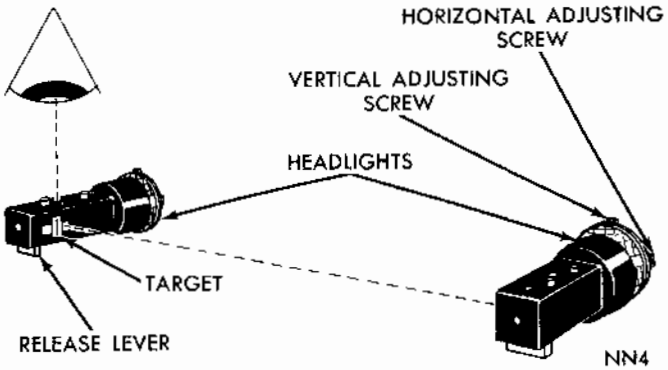

Fig. 4 - Mounting and Adjusting Aimers
(1) While holding an aimer in alignment with lens of one headlight on 2 headlamp models or the number (2) lens on 4 headlamp models, bring aimer up to and against headlight lens. **Make certain that headlight lens pads are making full contact with aimer mounting flange and that aimer target is facing inboard.**
(2) Push release lever forward (to expel air from suction cup) and while holding aimer firmly against headlight aiming pads, slowly pull release lever back until spring lock engages in the slot, (Fig. 4).
(3) Mount second aimer on other side of vehicle, in same manner.
(4) On each aimer, set pointer to numeral 2 on **DOWN** side of the **DOWN-UP** scale.
(5) On each aimer, position the pointer, of the **RIGHT-LEFT** scale, at **2-RIGHT.**